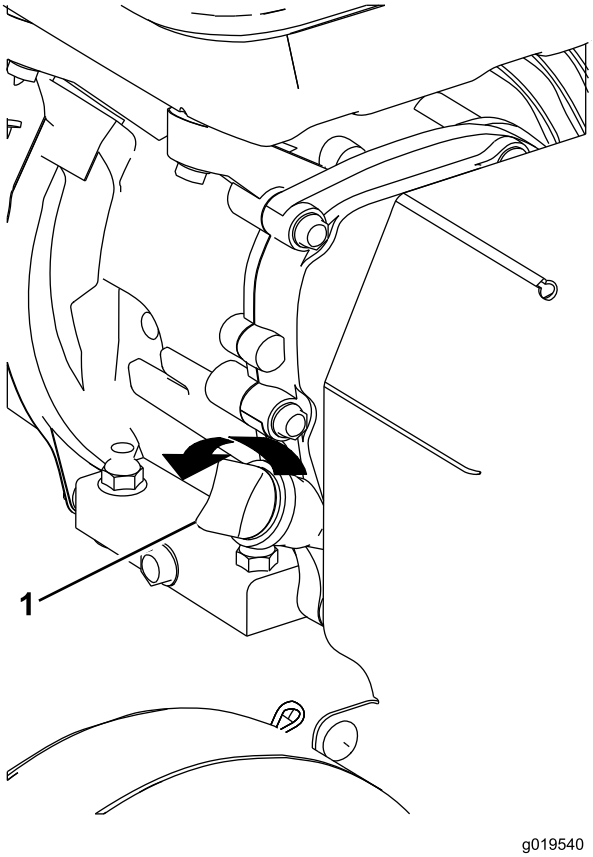

Figura 10
2. Limpie alrededor de la varilla para impedir que caiga suciedad por el orificio de llenado, lo que provoca daños en el motor (Figura 10).
3. Desenrosque la varilla de aceite y limpie el extremo (Figura 10).
4. Introduzca la varilla a fondo en el tubo de llenado (Figura 10).